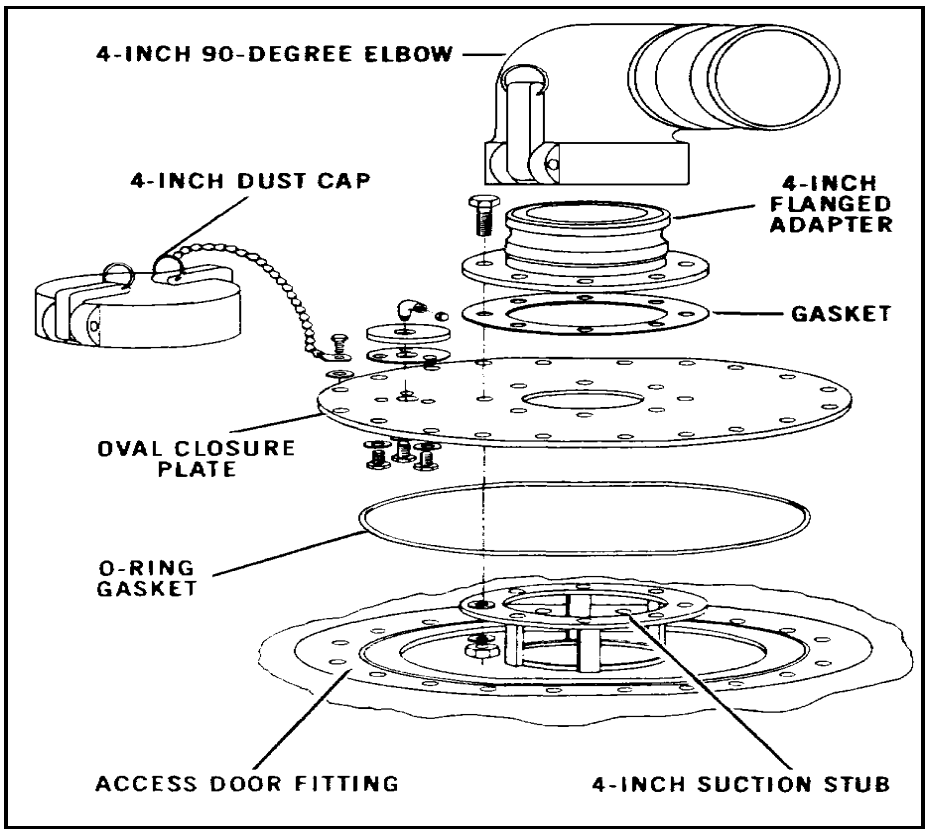

Figure 22-16. Filler/discharge assembly (same on 3,000-, 10,000-, 20,000-, and 30,000-gallon collapsible tanks)
The filler/discharge assembly as shown in Figure 22-16, page 22-17**,** is located on top of the tank. It consists of an access door fitting, a 4-inch suction stub, an oval closure plate, a 4-inch flanged adapter coupled to a 4-inch elbow fitting, and a 4-inch dust cap.
- Filler/discharge assemblies. The filler/discharge assemblies as shown in Figure 22-16, page 22-17**,** are on top of the tank. They are similar to that of the 3,000-gallon collapsible tank.
•Filler/discharge assemblies**.** The two filler/discharge assemblies as shown in Figure 22-16, page 22-17**,** are located on top of the tank. One is located at each end so that the tank can receive and discharge fuel from both ends.